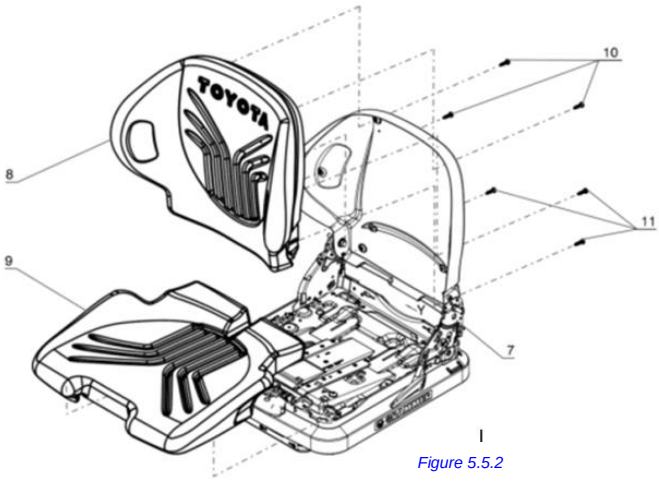

Figure 5.5.2
- For similar parts with different part numbers each part must be listed with position number *(see Figure 5.5.2).*